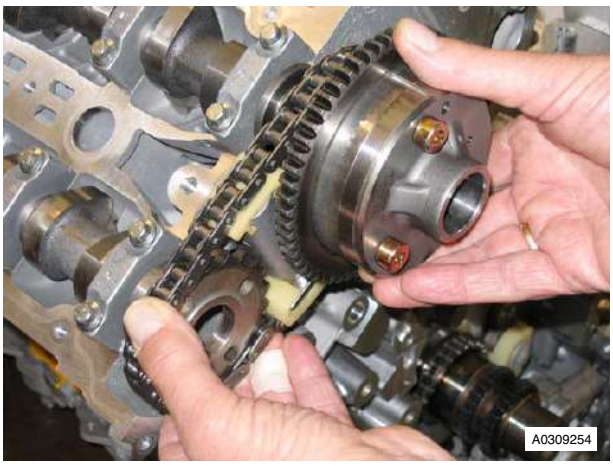

Figure 3
5. Release and remove the two camshaft sprockets complete with the timing chain and tensioner from the camshafts (refer to Figure 3).